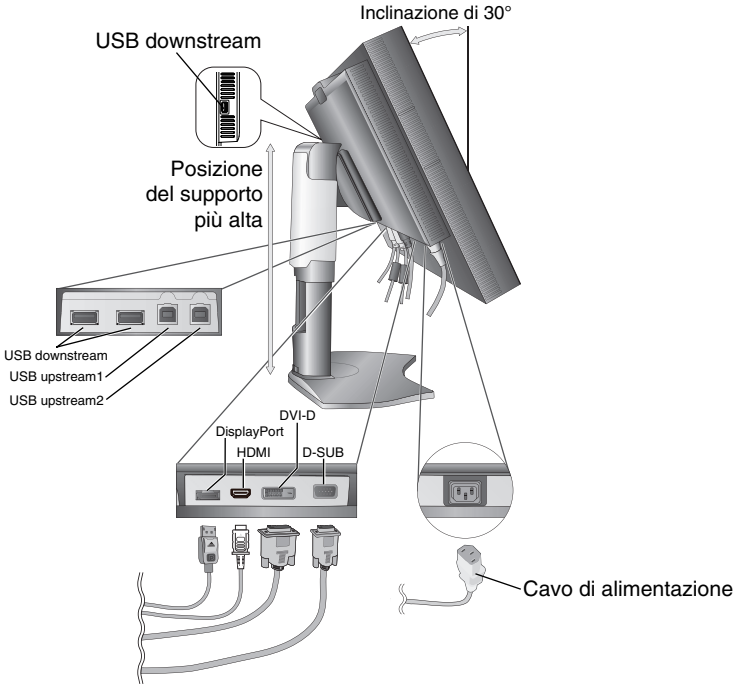
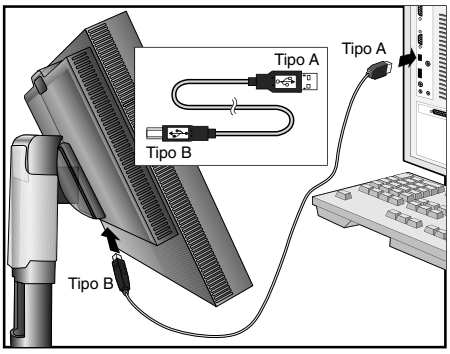

Figura C.1
Figura C.1a
4. Collegare tutti i cavi ai connettori appropriati (**Figura C.1**). Utilizzando il cavo USB, collegare il connettore tipo B alla porta a monte USB sul lato destro posteriore del monitor e il connettore tipo A alla porta a valle sul computer (**Figura C.1a**). Se si utilizza un cavo in uscita dal dispositivo USB, collegarlo a una delle porte a valle del monitor.